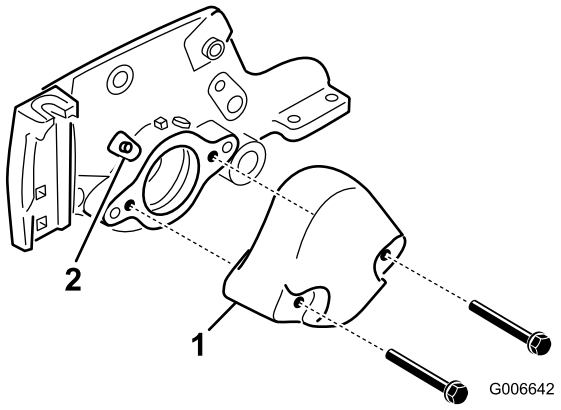

Figura 3
3. Retire los 2 tornillos que fijan el contrapeso al extremo izquierdo de la unidad de corte. Retire el contrapeso (Figura 3).
4. Retire el engrasador recto del alojamiento del cojinete y sustitúyalo con el engrasador de 45 grados (Figura 3). El engrasador debe estar orientado hacia la parte superior de la unidad.